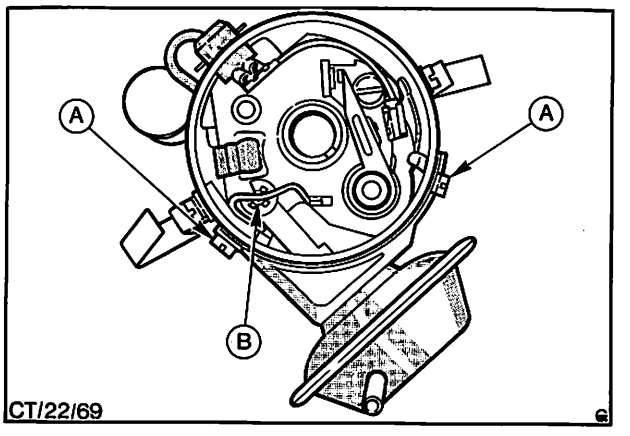

Abb. 62 Unterdruckdose abbauen (Bosch-Verteiler)
2. Sprengring aus Drehzapfen der Druckstange ausfedern, zwei Befestigungsschrauben der Unterdruckdose entfernen und Unterdruckdose abnehmen, Abb. 62.